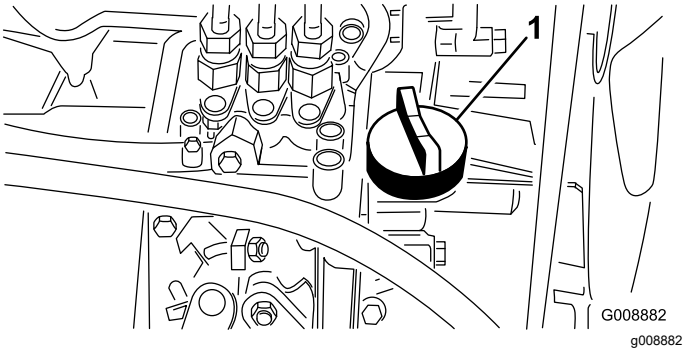

Figur 53
4. Hvis oljenivået er lavt, må du ta av oljelokket (Figur 53) og gradvis helle på små mengder olje, samtidig som du sjekker nivået, til det når opp til Full-merket på peilestaven.